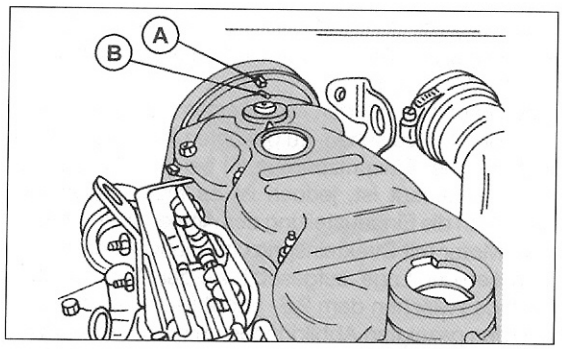

Bild 112
- Eine Stecknuss oder einen Ringschlüssel an der Mittelschraube der Kurbelwellenriemenscheibe ansetzen und den Motor durchdrehen, bis der Kolben des ersten Zylinders auf dem oberen Totpunkt steht. Dies kann man anhand von Bild 112 kontrollieren, d. h. das Steuerzeichen „A" im Steuerrad der Nockenwelle muss in einer Linie mit dem Zeichen „B" im Zylinderkopfdeckel stehen.
- Kontrollieren, dass die Steuerzeichen „A" und „B" in Bild 112 noch in der gezeigten Stellung stehen. Falls dies nicht der Fall ist, die Nockenwelle und Kurbelwelle entsprechend verdrehen. Daran denken, dass die Kolben gegen die Ventile anschlagen können, d. h. beide Wellen nur sehr langsam durchdrehen.